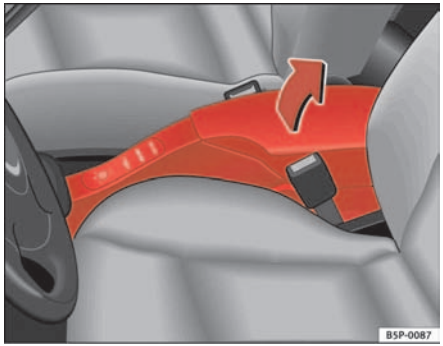

Fig. 102 Front armrest with stowage area
- To open the stowage area, lift the armrest up in the direction of the arrow ⇒ fig. 102 and then lift the cover.